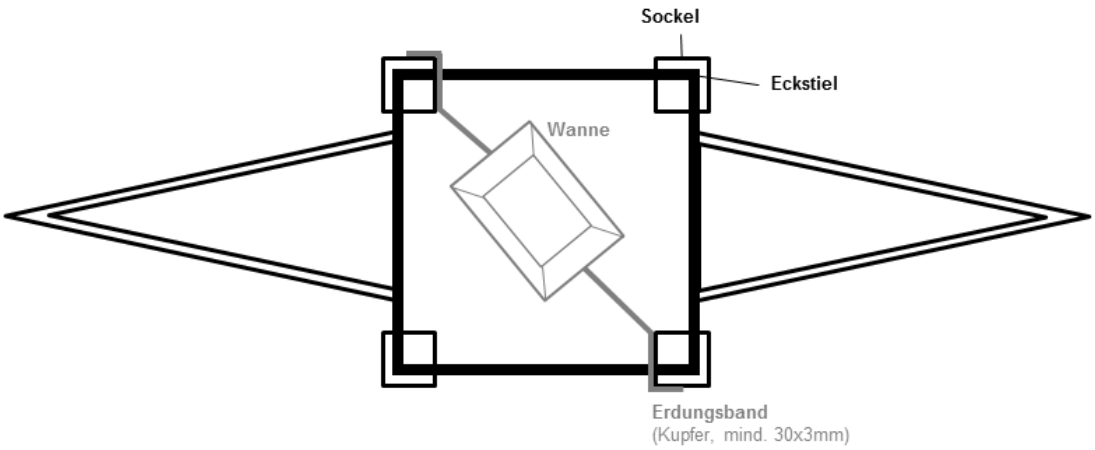

Abbildung 1: Schematische Darstellung einer Metallwanne unter Gittermasten inkl. Erdung-
- Befindet sich das Metallelement vollständig innerhalb der Mastfüsse, kann es an die Masterdung geerdet werden (siehe Abbildung 1).